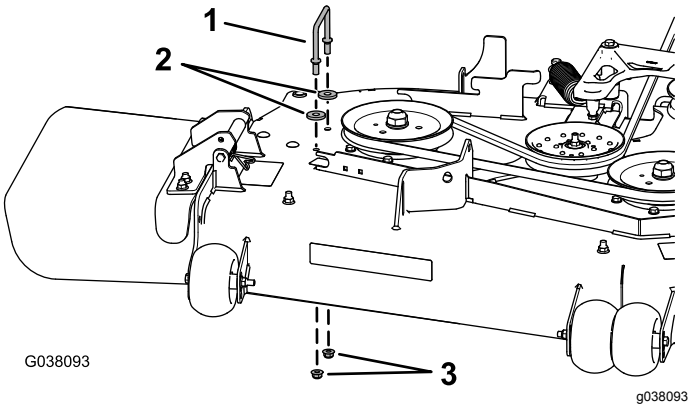

Rysunek 5
3. Zdemontuj prawy wspornik pokrywy paska, **dwie podkładki (tylko podwozia tnące o szerokości 152 cm)** oraz dwie nakrętki kołnierzowe z podwozia tnącego kosiarki (Rysunek 5).